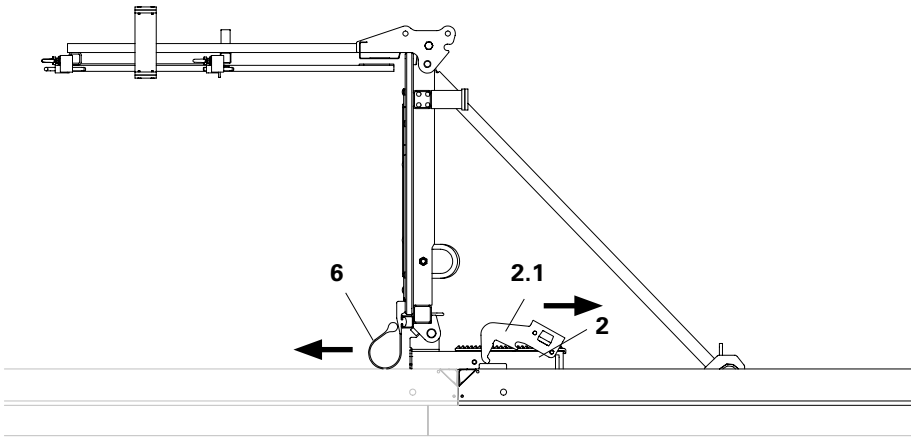

Fig. A12.03
1. Desserrer les coins des fixations de passerelle MXP (2).
2. Décrocher les pièces coulissantes (2.1) et les pousser vers l'arrière. (Fig. A12.03)
3. Déposer la passerelle MXP. Faire attention à la protection caoutchouc jaune (6).